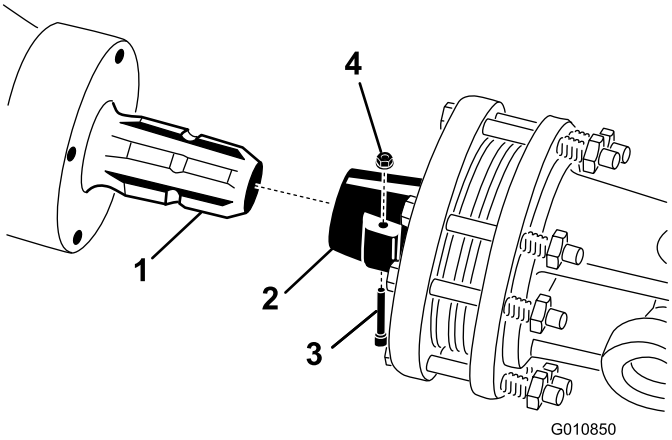

Figur 17
1. Ta bort sprinten och muttern från kraftuttagsaxeln (Figur 17).
2. Anslut kraftuttagsaxelns kopplingsände till luftarväxellådans ingångsaxel med sprinten och muttern som togs bort tidigare (Figur 17). Det går bara att sätta i sprinten på ett sätt.